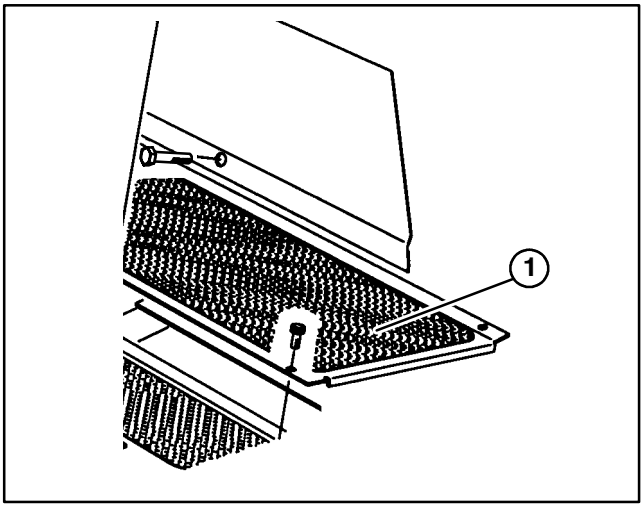

Figure 4
REPLACE FLOOR PANEL FASTENER (Required for CE) (Fig. 4)
1. Remove fastener securing left front corner of floor panel to frame (Fig. 4).
2. Replace with 5/16-18 x 5/8″ lg. flange head capscrew supplied in loose parts (Fig. 4)